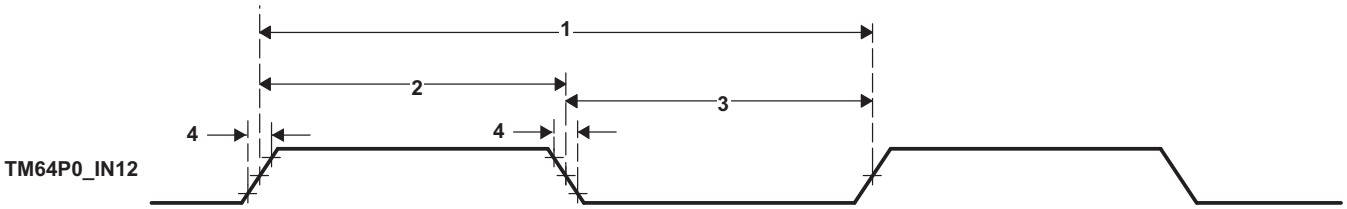

Figure 6-60. Timer Timing
Table 6-86. Timing Requirements for Timer Input(1) (2) (see Figure 6-60)